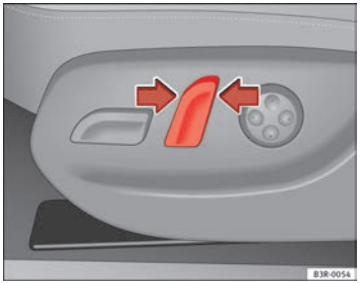

Abb. 106 Vordersitz: Schalter für Lehnenneigung
– Drücken Sie den Schalter in die jeweilige Pfeilrichtung ⇒ Abb. 106, um die Rückenlehne zu verstellen ⇒ ⚠.